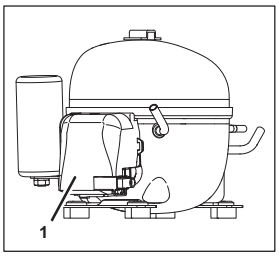

Fig. 97
1. Remove the cover (Fig. 97/1) from the electrical assembly.
7. Attach the cover (Fig. 97/1) of the electrical assembly.